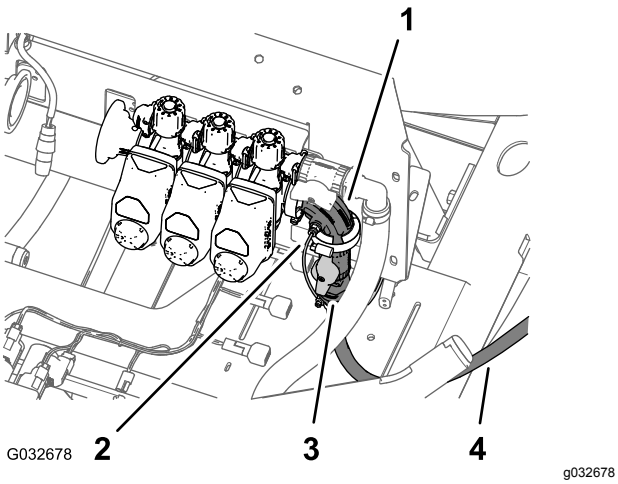
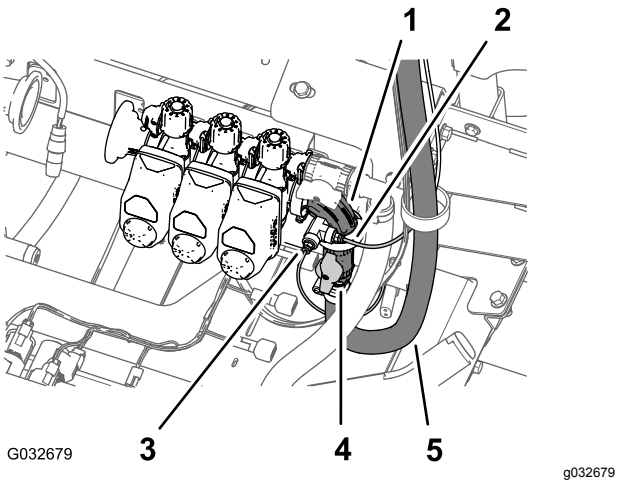

Figuur 26
Figuur 27
1. Druk de kraag in van de buiskoppeling op de 90° knie van de rechter spuitboomklep (Figuur 26 of Figuur 27).
2. Trek de druksensorbuis voor de meter op het dashboard uit de buiskoppeling (Figuur 26 of Figuur 27).